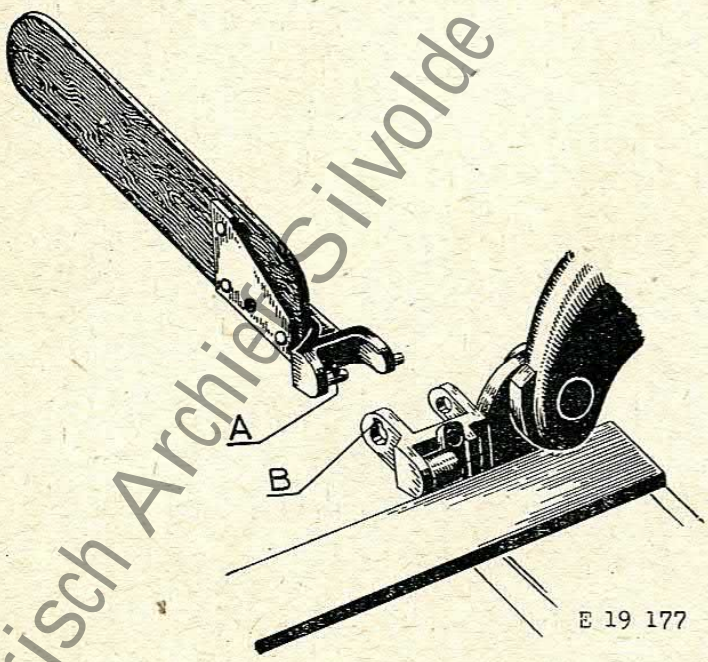

Bild 24.
Vorbereitung: An der zu mähenden Wiese angelangt, ist der Schneidapparat in Mähstellung abzulassen, Messerschutz zu entfernen (s. Bedienung) und das innere Spurbrett anzubringen. Dieses wird angebracht, indem man es so hochdreht, bis die Nase am Scharnierstück (A Bild 24) mit der Nut am Halter (B) übereinstimmt, hierauf einschiebt und dann abläßt (Bild 24). Nach dem Mähen wird es in umgekehrter Weise wieder entfernt, um ein Beschädigen desselben durch das Bulldog-Hinterrad zu vermeiden.